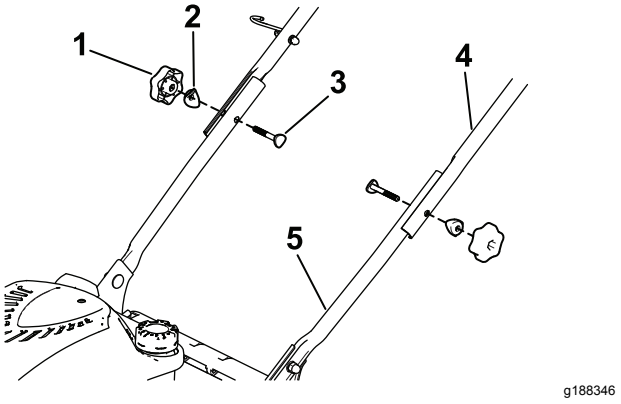

Figur 4
2. Fest det øvre håndtaket til det nedre håndtaket med to håndtaksknotter, to buede skiver og to bolter. Stram til håndtaksknottene for hånd (Figur 4).